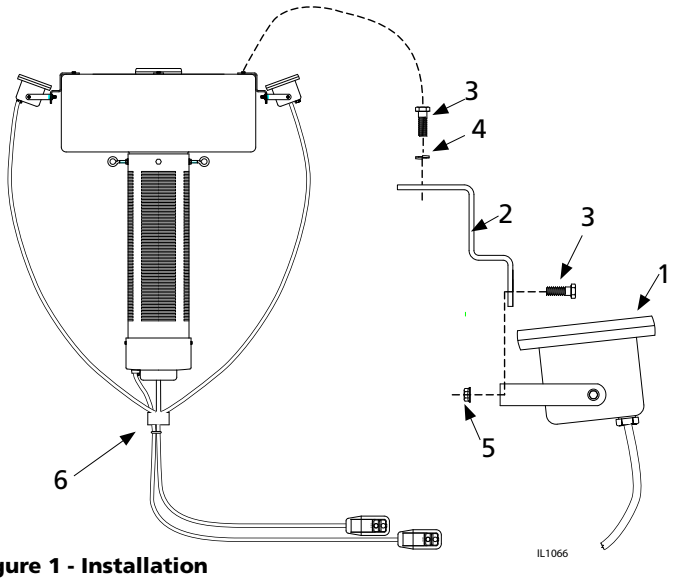

Figure 1 - Installation
a. 7/16" wrenches (2)
2. Install Nightbright lighting system to float. (See Fig 1).
a. Assemble lights (1) to mounting brackets (2) using bolts (3), and locknuts (5).
b. Attach light/bracket assemblies to the threaded inserts in top of float, using bolts (3) and lockwashers (4). (Install in alternating inserts if 6 inserts are present in float.)
c. Adjust lights to provide desired illumination. (See Fig 1).